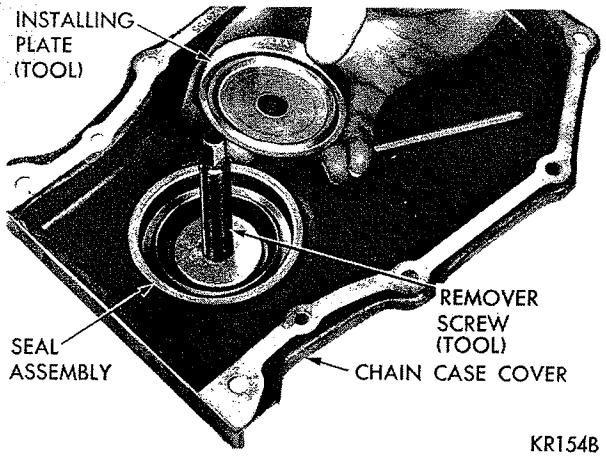

***Fig. 28—Positioning Installer Plate on a New Seal (Tool C-3506)***
(1) Insert remover screw through the removing and installing plate so thin shoulder will be facing up.
(2) Insert remover screw with the plate through seal opening (inside of chain case cover facing up).
(3) Place seal in cover opening, with neoprene down. Place seal installing plate into the new seal, with protective recess toward lip of seal retainer (Fig. 28).